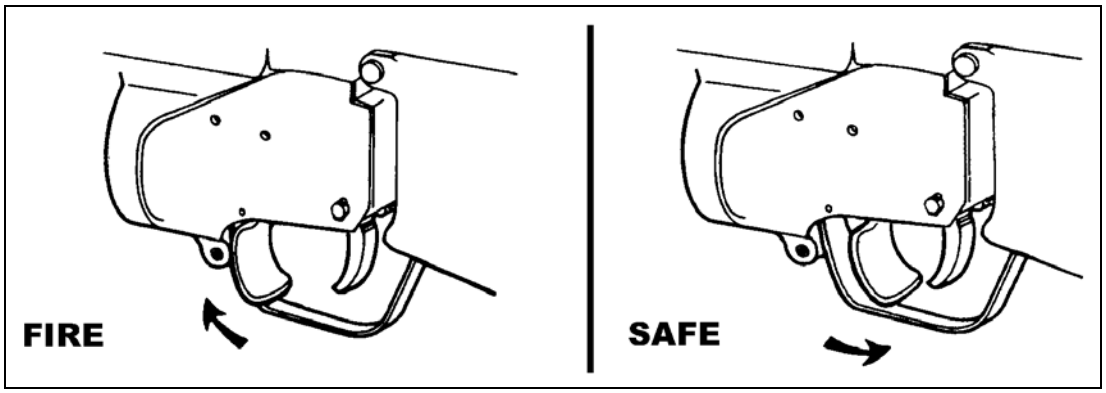

Figure 3-8. Safety.
g. **Safety**. The safety is inside the trigger guard, just in front of the trigger. For the launcher to fire, the safety must be forward. When the safety is rearward, the launcher is on SAFE. The safety is manually adjusted (Figure 3-8).